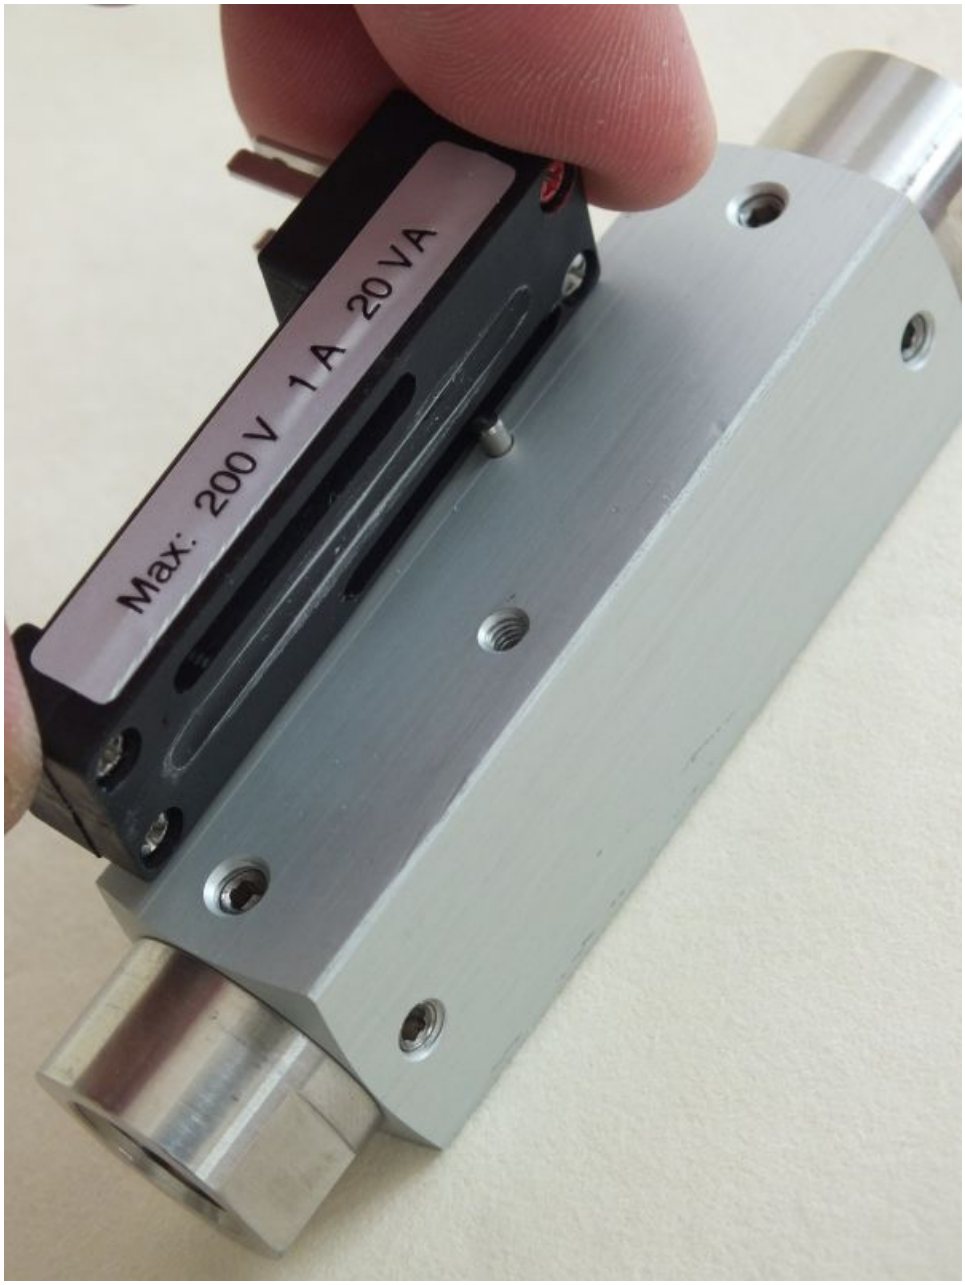

Fig. 56: Remove switch contact
4. Remove the switch contact from the guide surface (*Fig. 56*)